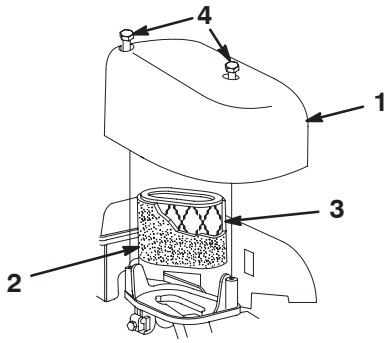

Bild 15
3. Lösen Sie die Befestigungsschrauben der Luftfilterabdeckung (Bild 15).
4. Entfernen Sie die Luftfilterabdeckung und reinigen sie gründlich (Bild 15).
6. Waschen Sie den Schaumeinsatz in milder Seifenlauge. Tupfen Sie ihn dann trocken (Bild 15).
7. Entfernen und entsorgen Sie den Papierfilter (Bild 15).
8. Legen Sie den neuen Papierluftfilter in den Schaumeinsatz ein (Bild 15).
9. Bauen Sie den neuen Luftfilter ein (Bild 15).
10. Montieren Sie die Abdeckung und schrauben Sie sie fest (Bild 15).